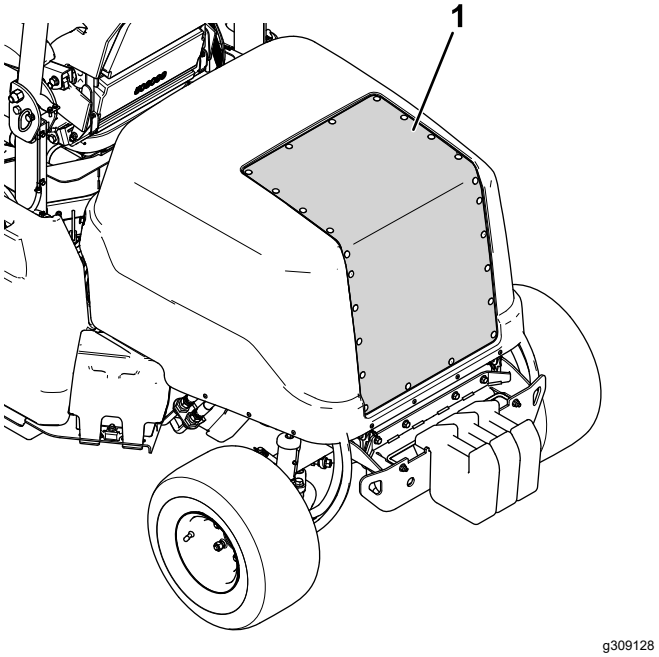

**Figura 69**
2. Utilizzate aria compressa per pulire la griglia del cofano (mostrata nella Figura 69). Indirizzare l'aria all'esterno della macchina.